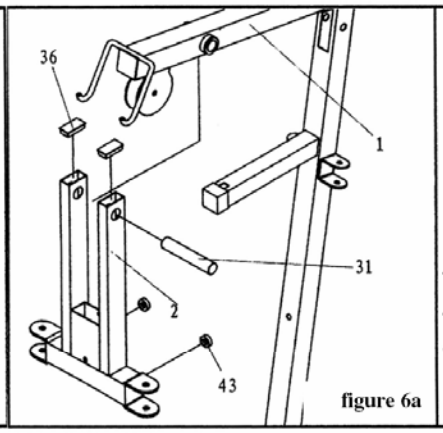
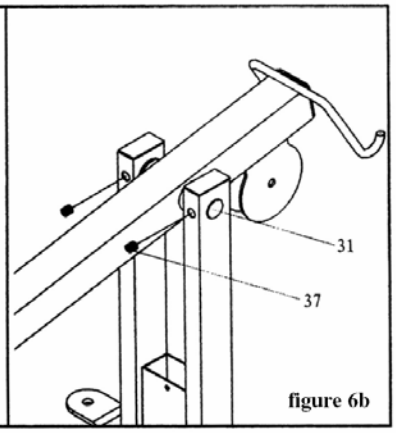

figure 6a
figure 6b
2. USING Φ20PIN (31) ATTACH THE PRESSBAR (2) TO TOP CROSS BEAM (1), AND LOCK THE BOLT (37). AS SHOWN IN THE FIGURE 6a AND FIGURE 6b.